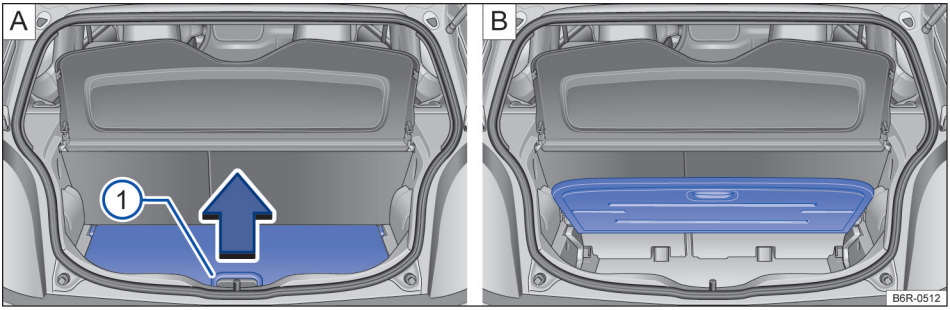

Fig. 95 A: assoalho variável do compartimento de bagagem rebatido para cima. B: assoalho variável do compartimento de bagagem aberto.
Para *abrir*, levantar pela alça → Fig. 95 ① no sentido da seta e rebater o assoalho do compartimento de bagagem completamente para cima → Fig. 95 **B**.